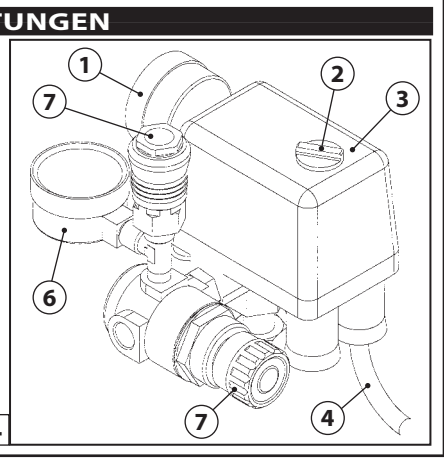

Abb. 4
1) Die Maschine durch Einstecken des Steckers des Stromkabels **(4 - Abb. 4)** in die entsprechende Steckdose an das elektrische Netz anschließen.
2) Die Maschine mit dem „ON-OFF"-Schalter einschalten **(2 - Abb. 4)**. Dieser muss auf „ON" (I) gedreht werden (die Maschine arbeitet, bis der max. Betriebsdruck von 9 bar erreicht wird, dann schaltet sie automatisch aus).
3) Den Ausgangsdruck mit dem entsprechenden Druckregler **(5 - Abb. 4)** je nach verwendetem Werkzeug und gewünschter Verarbeitungsart regeln. Den Druck auf dem entsprechenden Druckmesser kontrollieren **(6 - Abb. 4)**.
5) Das Luftrohr (Verlängerung) an den Luftschnellablasshahn der Maschine anschließen **(7 - Abb. 4)**.
Der Not-Aus der Maschine erfolgt, indem der „ON-OFF"-Schalter **(2 - Abb. 4)** auf „OFF" (0) gedreht wird. Um eingetretenen oder bevorstehenden Gefahrensituationen entgegenzuwirken, müssen die Bediener folgendermaßen vorgehen:
Falsche Einstellung des Ausgangsdruckes.	• Kontrollieren, dass der auf dem Druckmesser des Ausgangsdruckes **(6 - Abb. 4)** angezeigte Druck höher als 0 (Null) bar ist.